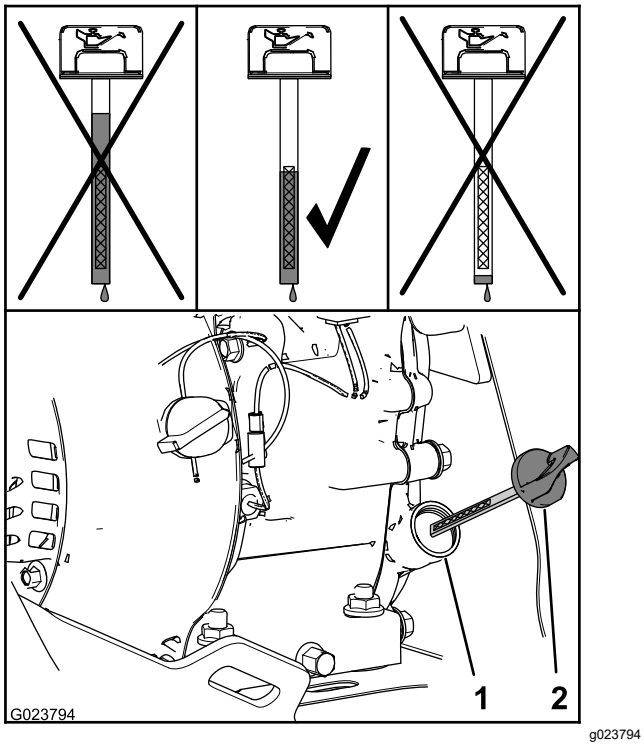

Figur 28
2. Ta ut peilestaven, og kontroller oljenivået (Figur 28).
Merk: Oljenivået bør være ved toppen av indikatoren på peilestaven (Figur 28).
A. Hell den spesifiserte oljen ned i påfyllingshalsen (Figur 28).